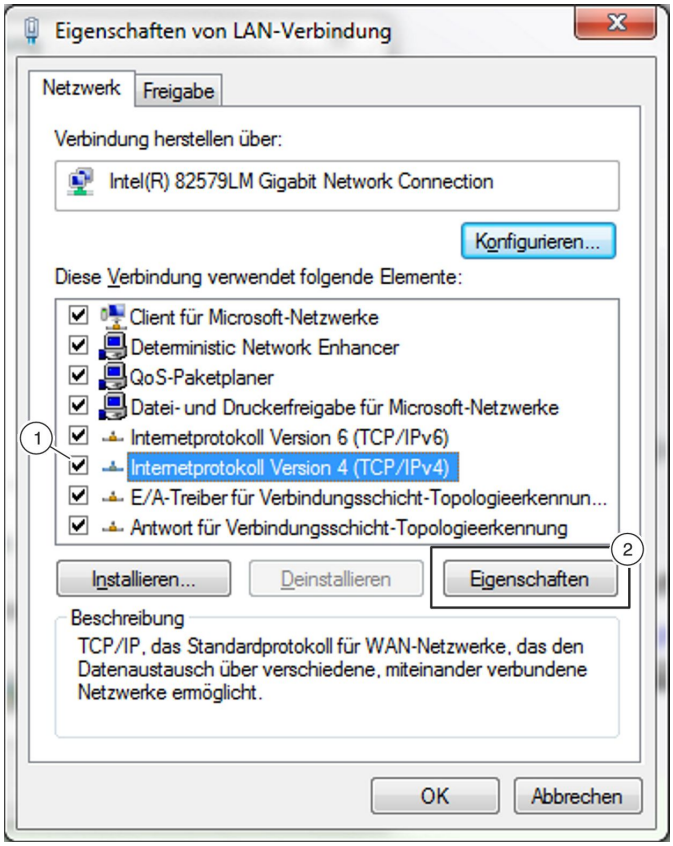

Abb. 40: Eigenschaften von LAN-Verbindung
6. ▸ *„Internetprotokoll Version 4 (TCP/IPv4)“* (Abb. 40 /1) markieren und die Schaltfläche *„Eigenschaften“* (Abb. 40 /2) auswählen.
7. ▸ Die Option *„Folgende IP-Adresse verwenden:“* (Abb. 40 /1) markieren, IP-Adresse, Subnetzmaske sowie Standardgateway eintragen und mit *„OK“* auswählen.